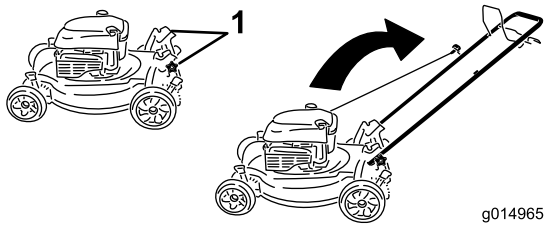

Figuur 3
1. Verwijder de handgreepknoppen van de maaierbehuizing (Figuur 3).
1. Handgreepknoppen (2)
3. Plaats de handgreepknoppen die u tijdens stap 1 hebt verwijderd terug en draai deze vast (Figuur 3).